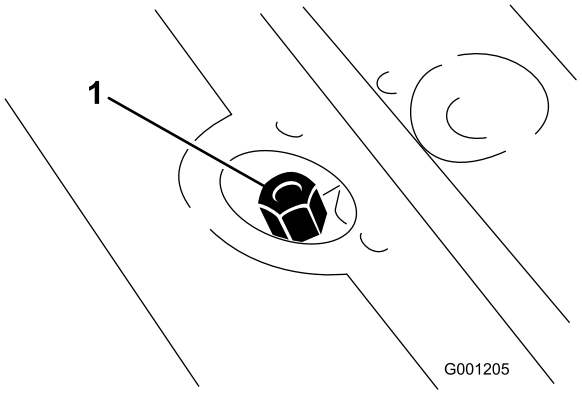

Figuur 25
7. Verwijder de peilstokdop (Figuur 25) uit de vulbuis en veeg deze af met een schone doek.